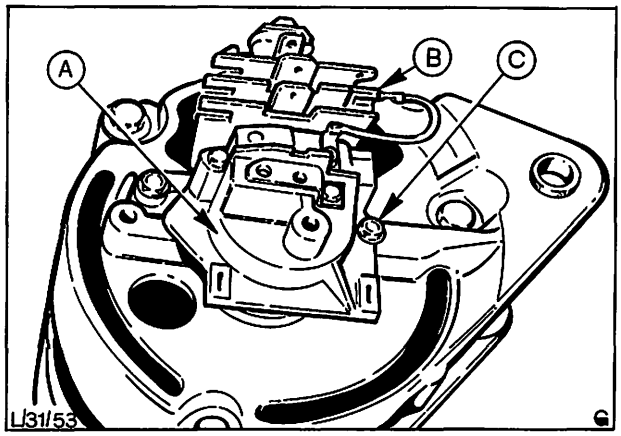

Abb. 64 Bürstenhalter einbauen
27. Bürstenhalter einbauen. Abb. 64.